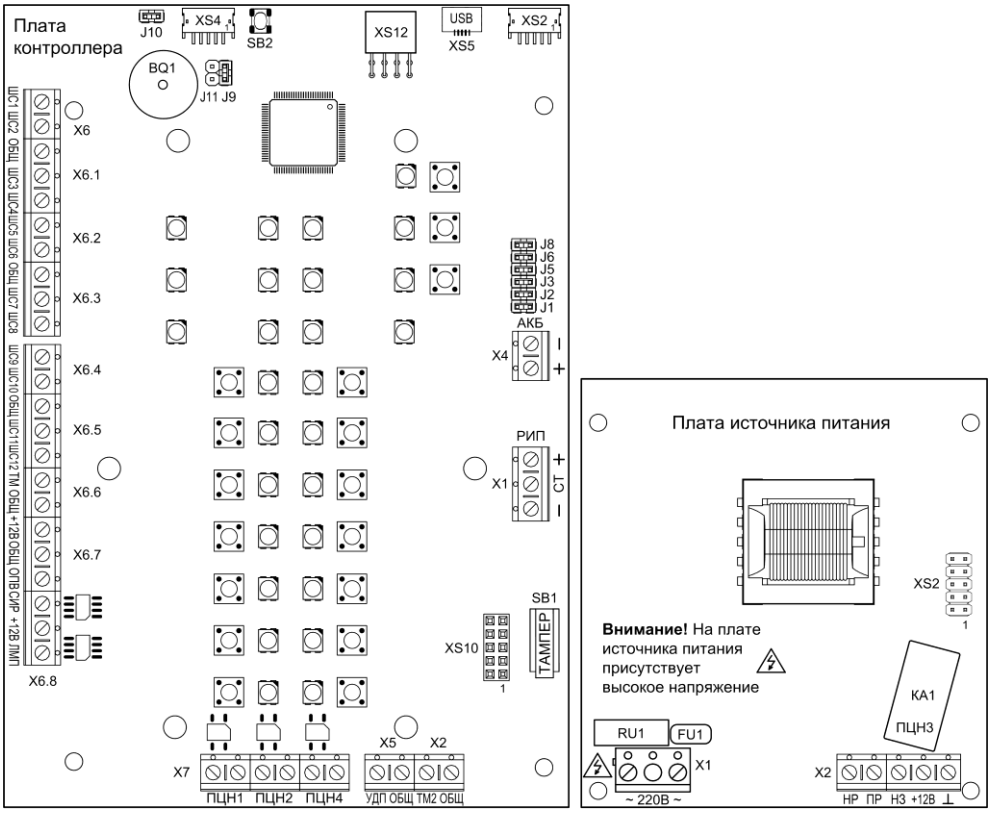
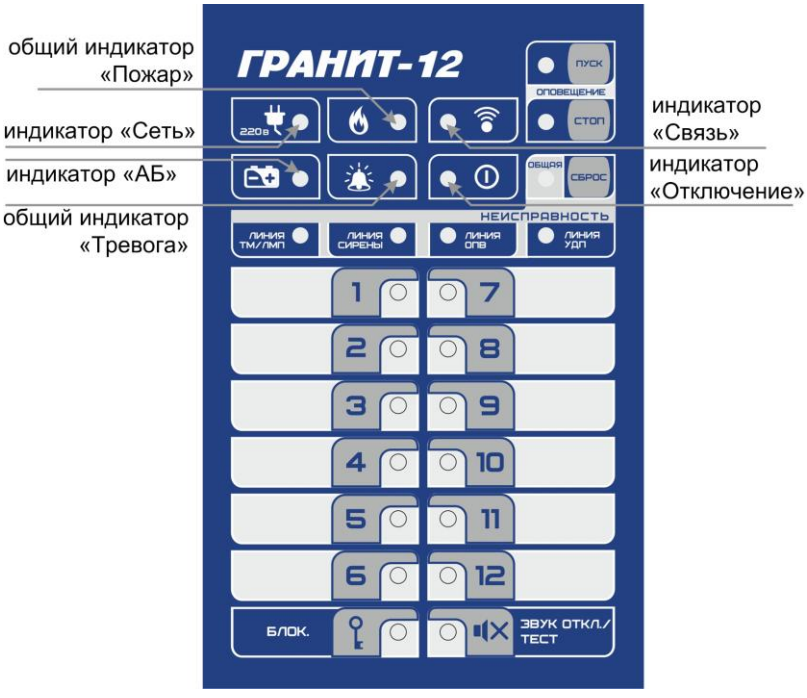

Рис.1 Плата контроллера Гранит-12А GSM (вид со снятой панелью индикации и управления) и плата источника питания
Рис.2 Панель индикации и управления прибора Гранит-12А GSM
Прибор состоит из корпуса и съёмной крышки. В корпусе расположены плата контроллера, плата источника питания (рис.1) и коммуникатор (п.10). На плате контроллера установлена панель индикации и управления (рис.2).
3.1 На плате контроллера (рис.1) расположены следующие элементы:
3.2 На панель индикации и управления прибора (см. рис.2) выведены:
3.3 На плате источника питания (рис.1) расположены следующие элементы: